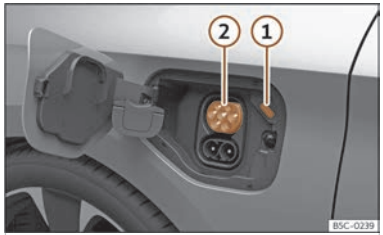

Fig. 60 Derrière le cache de charge de la batterie sur la partie avant gauche : Prise de charge.
>>> fig. 60
La LED (indicateur de l'opération de charge) de la prise de charge clignote avec une lumière blanche >>> fig. 60① >>> page 93.